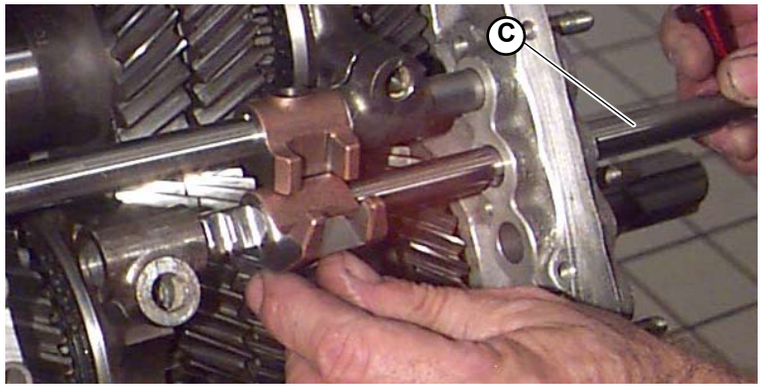

Fig.4
5. Introduce the 3rd/4th control rod in the gearbox (**C-Fig.4**) installing its tooth and engaging its 3rd/4th gear shift fork.